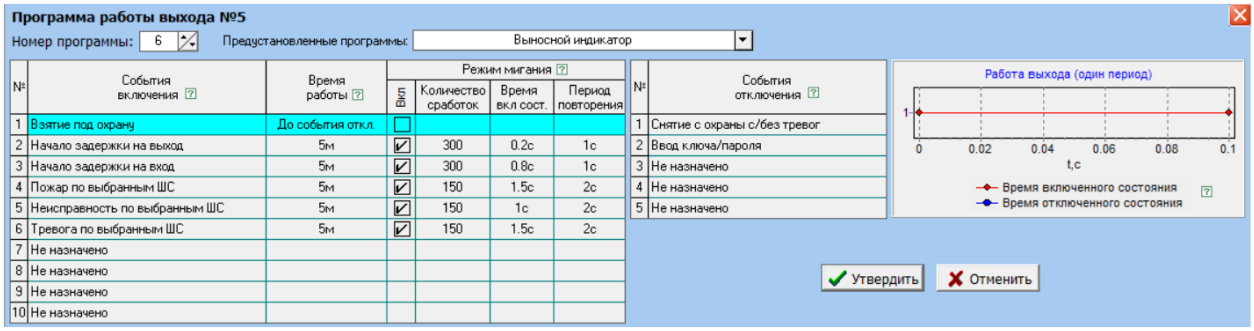

Рисунок 18
5) Выход для светодиодного индикатора «+Инд.Кр.». Программа 6 (рисунок 18).